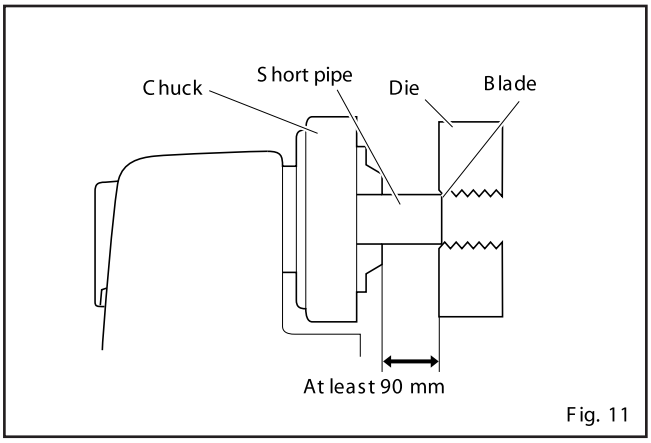

Fig. 11
(1) Open the scroll and chuck to a position wider than the pipe diameter, then insert the pipe from the rear scroll end. (If the pipe is short, insert it from the chuck end.)
(2) Close the scroll and then, supporting the pipe with your right hand, close the chuck gently with your left hand and align the tip against the pipe. Then fasten the pipe securely in place.
(3) To remove the pipe, turn the clamping wheel in the opposite direction to loosen the chuck. Then loosen the scroll and remove the pipe.
■ Attaching Short Pipes for Thread Cutting (Fig. 11)